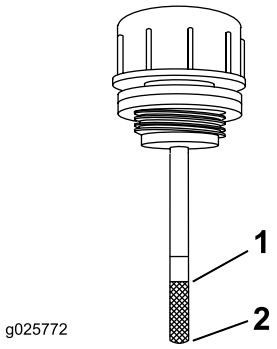

Figuur 68
9. Neem de peilstok eruit en bekijk het uiteinde (Figuur 68). Als het peil zich bij het Toevoegen merkteken bevindt, giet dan langzaam voldoende vloeistof in het reservoir om het Vol merkteken te bereiken.